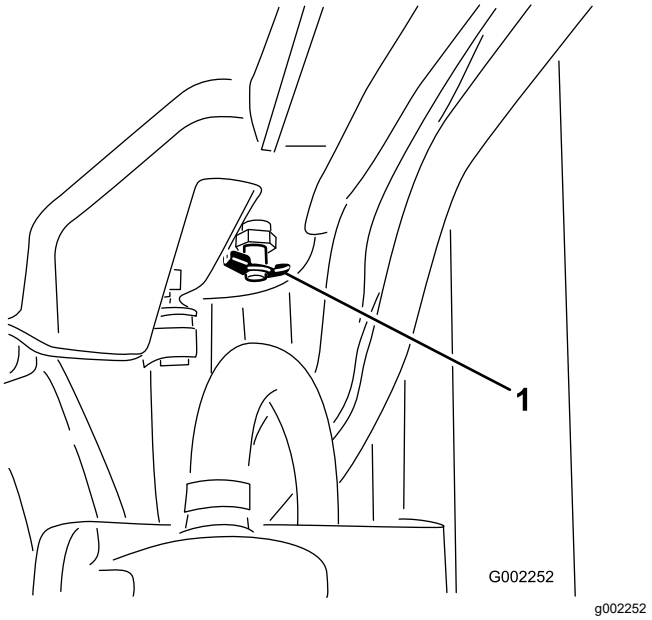

Bild 104
4. Öffnen Sie das Ablassventil und lassen Sie das Kühlmittel in die Wanne ablaufen (Bild 104).
5. Schließen Sie das Ablassventil (Bild 104).